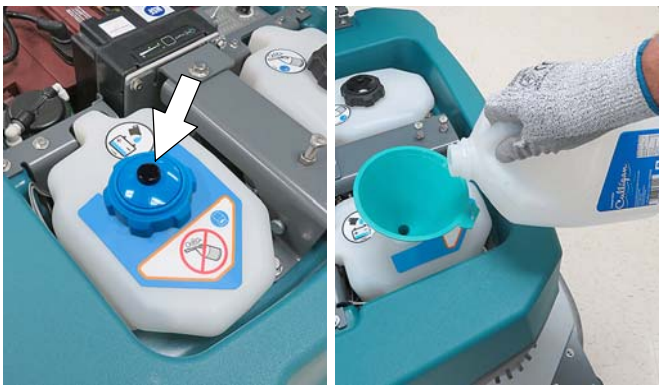

FIG. 34
2. Remove the blue cap from the automatic battery watering tank (Figure 34).
3. Pour distilled water into tank (Figure 34). Use a funnel to prevent splashing liquid on scrub head motors below.